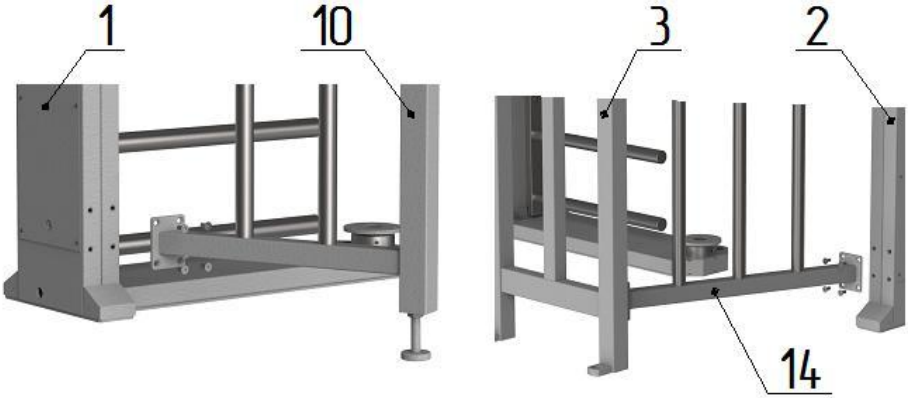

Рис. 6
3.Установка ограждения (рис. 6):
- к боковым плоскостям стойки шлюза **2** аналогично установите ограждения **13** и **14** (рис.6) и закрепите винтами М8;